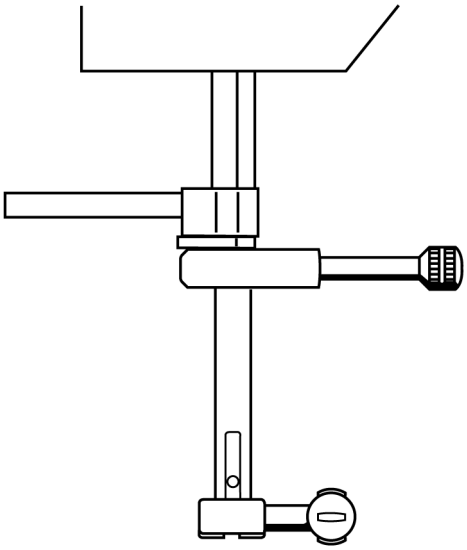

Рис. 8
- Поверните маховое колесо в нормальном направлении, чтобы струбцина плотно прилегала к промежуточной детали (рис. 8).
- Снова насадите струбцину для установки подъема петель и повторите перечисленные в ”Проверке” операции, чтобы стержень игловодителя поднялся на 2 мм и струбцина плотно прилегала к промежуточной детали (рис. 8).